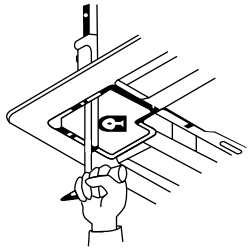

Fig. 6
- If gap is still left between the ceiling and the decoration panel after screwing the screws, readjust the indoor unit body height. (Refer to Fig. 6.)